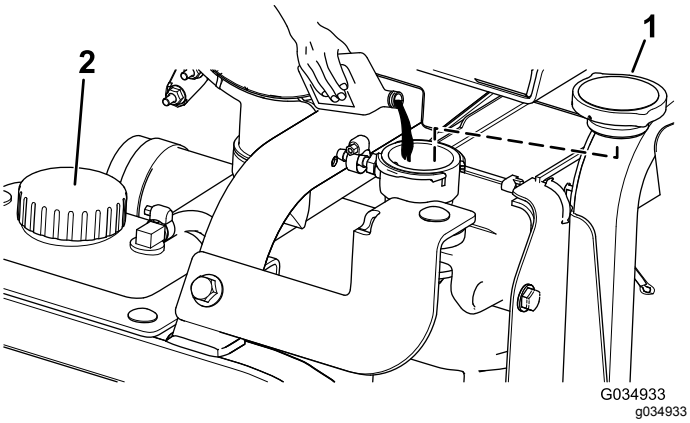

Figur 125
5. Fyld køleren med kølevæske, indtil kølevæskestanden er i niveau med kanten af påfyldningshullet (Figur 125).